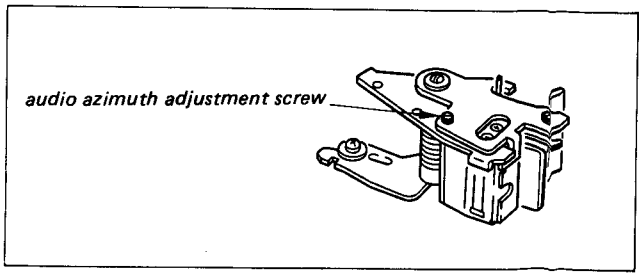

Fig. 4-11
2) Turn the azimuth adjustment screw (Fig. 4-11) so that the amplitude of the 5 kHz waveform is maximum.